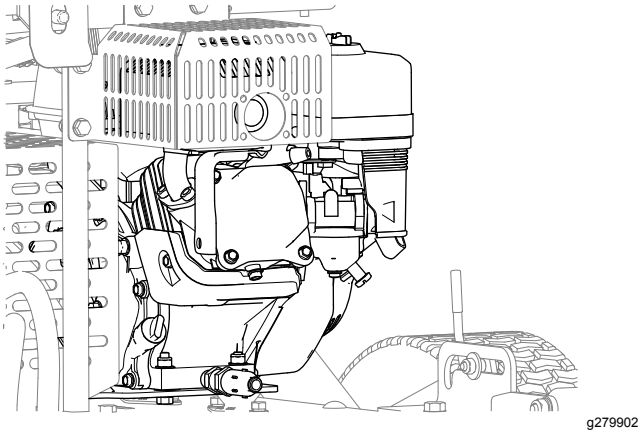

Figur 41
4. Avlägsna smuts och skräp från motorn och motorns kylflänsar (Figur 41).